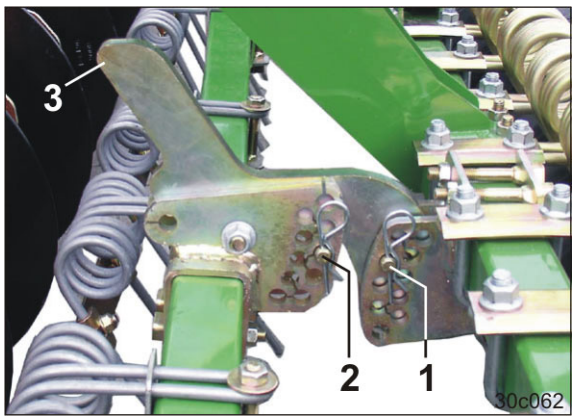

Fig. 154
3. Hold kammen til strigletænderne fast mod bærearmsgrebet (Fig. 154/3).
4. Indstil strigletændernes arbejdsdybde ved at sænke bærearmen ved hjælp af bolten (Fig. 154/1).